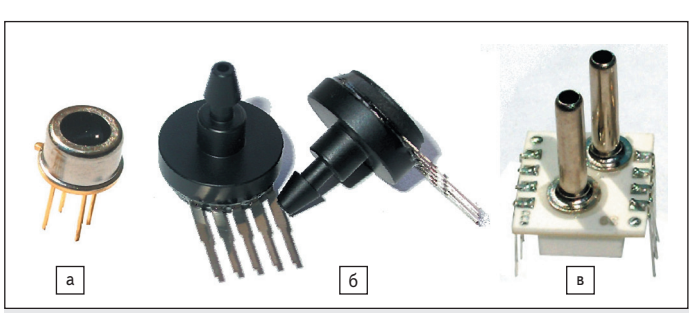

Рис. 4. Внешний вид датчиков SPD:
- тип корпуса (TO-05, SIP, DIP — для монтажа в отверстия печатной платы (рис. 4); SOC — для поверхностного монтажа).
Следует отметить, что датчик SPD030AATO05N специально создан для измерения давления в резервуаре со сжиженным газом. С целью повышения безопасности рекомендуется применять датчик абсолютного, а не избыточного давления, поскольку при повреждении мембраны (например, из-за случайного превышения допустимого давления) газ не будет выходить наружу резервуара. В составе этого датчика предусмотрена схема усиления и температурной коррекции выходного сигнала. Внешний вид датчика показан на рис. 4а.
Датчик SPD100GBsilN предназначен для широкого применения. Он содержит только резистивные элементы, соединенные в мостик, поэтому усиливать и термокомпенсировать выходной сигнал необходимо дополнительно. Внешний вид датчика показан на рис. 4б. В соответствии с рекомендациями компании Smartec датчики давления SPD, содержащие только мостик, следует подключать к входу микросхемы УПИ.